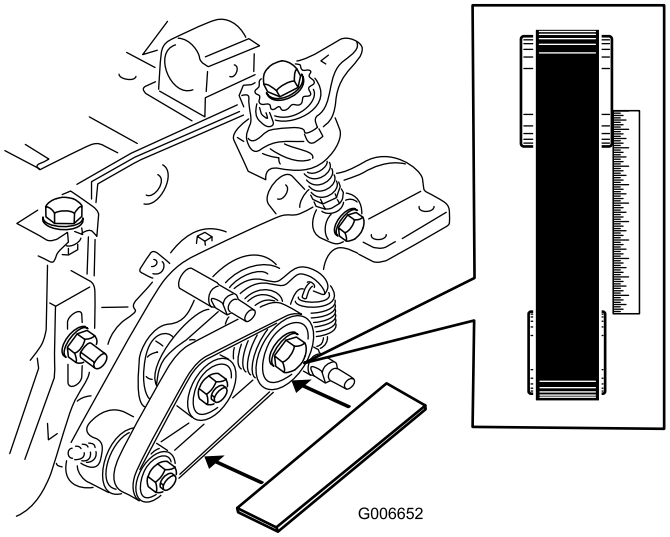

Figure 27
- Posez une règle le long de la face extérieure de la poulie **d'entraînement** (Figure 27).